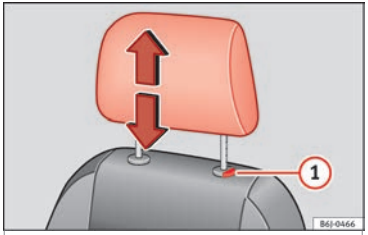

Fig. 141 Front head restraint: adjust or remove.
– Press catch (1) ››› Fig. 141 and remove the head restraint.